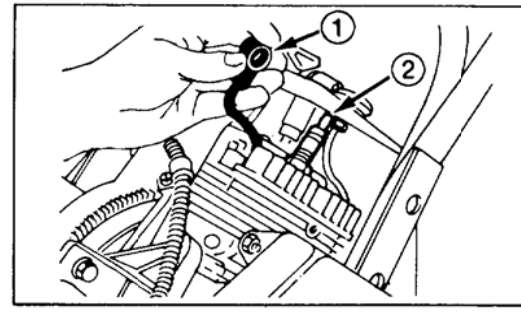

Fig. 12
2. REMOVE SPARK PLUG (Fig. 12) — Pull high tension wire off spark plug and remove plug. Examine the plug and replace if cracked, fouled or dirty. DO NOT SANDBLAST, SCRAPE OR CLEAN SPARK PLUG BECAUSE DIRT MAY RELEASE AND FALL INTO CYLINDER CAUSING ENGINE DAMAGE.